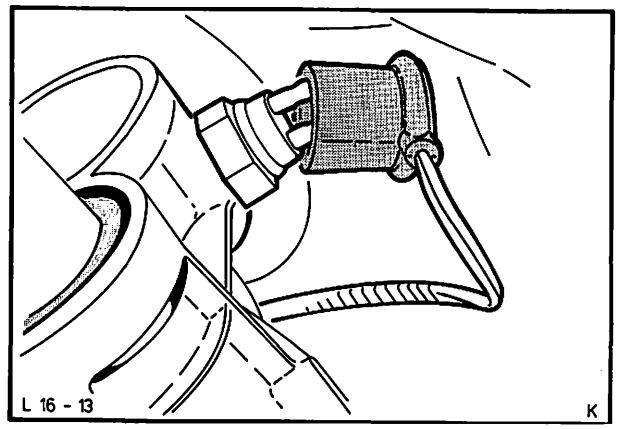

Abb. 26 Kabel/Schalter – Rückfahrscheinwerfer anschließen
24. Rückzuggummi – Schalthebel über Schalter – Rückfahrscheinwerfer von unten einhängen sowie Kabel des Rückfahrscheinwerfer-Schalters anschließen, Abb. 26.